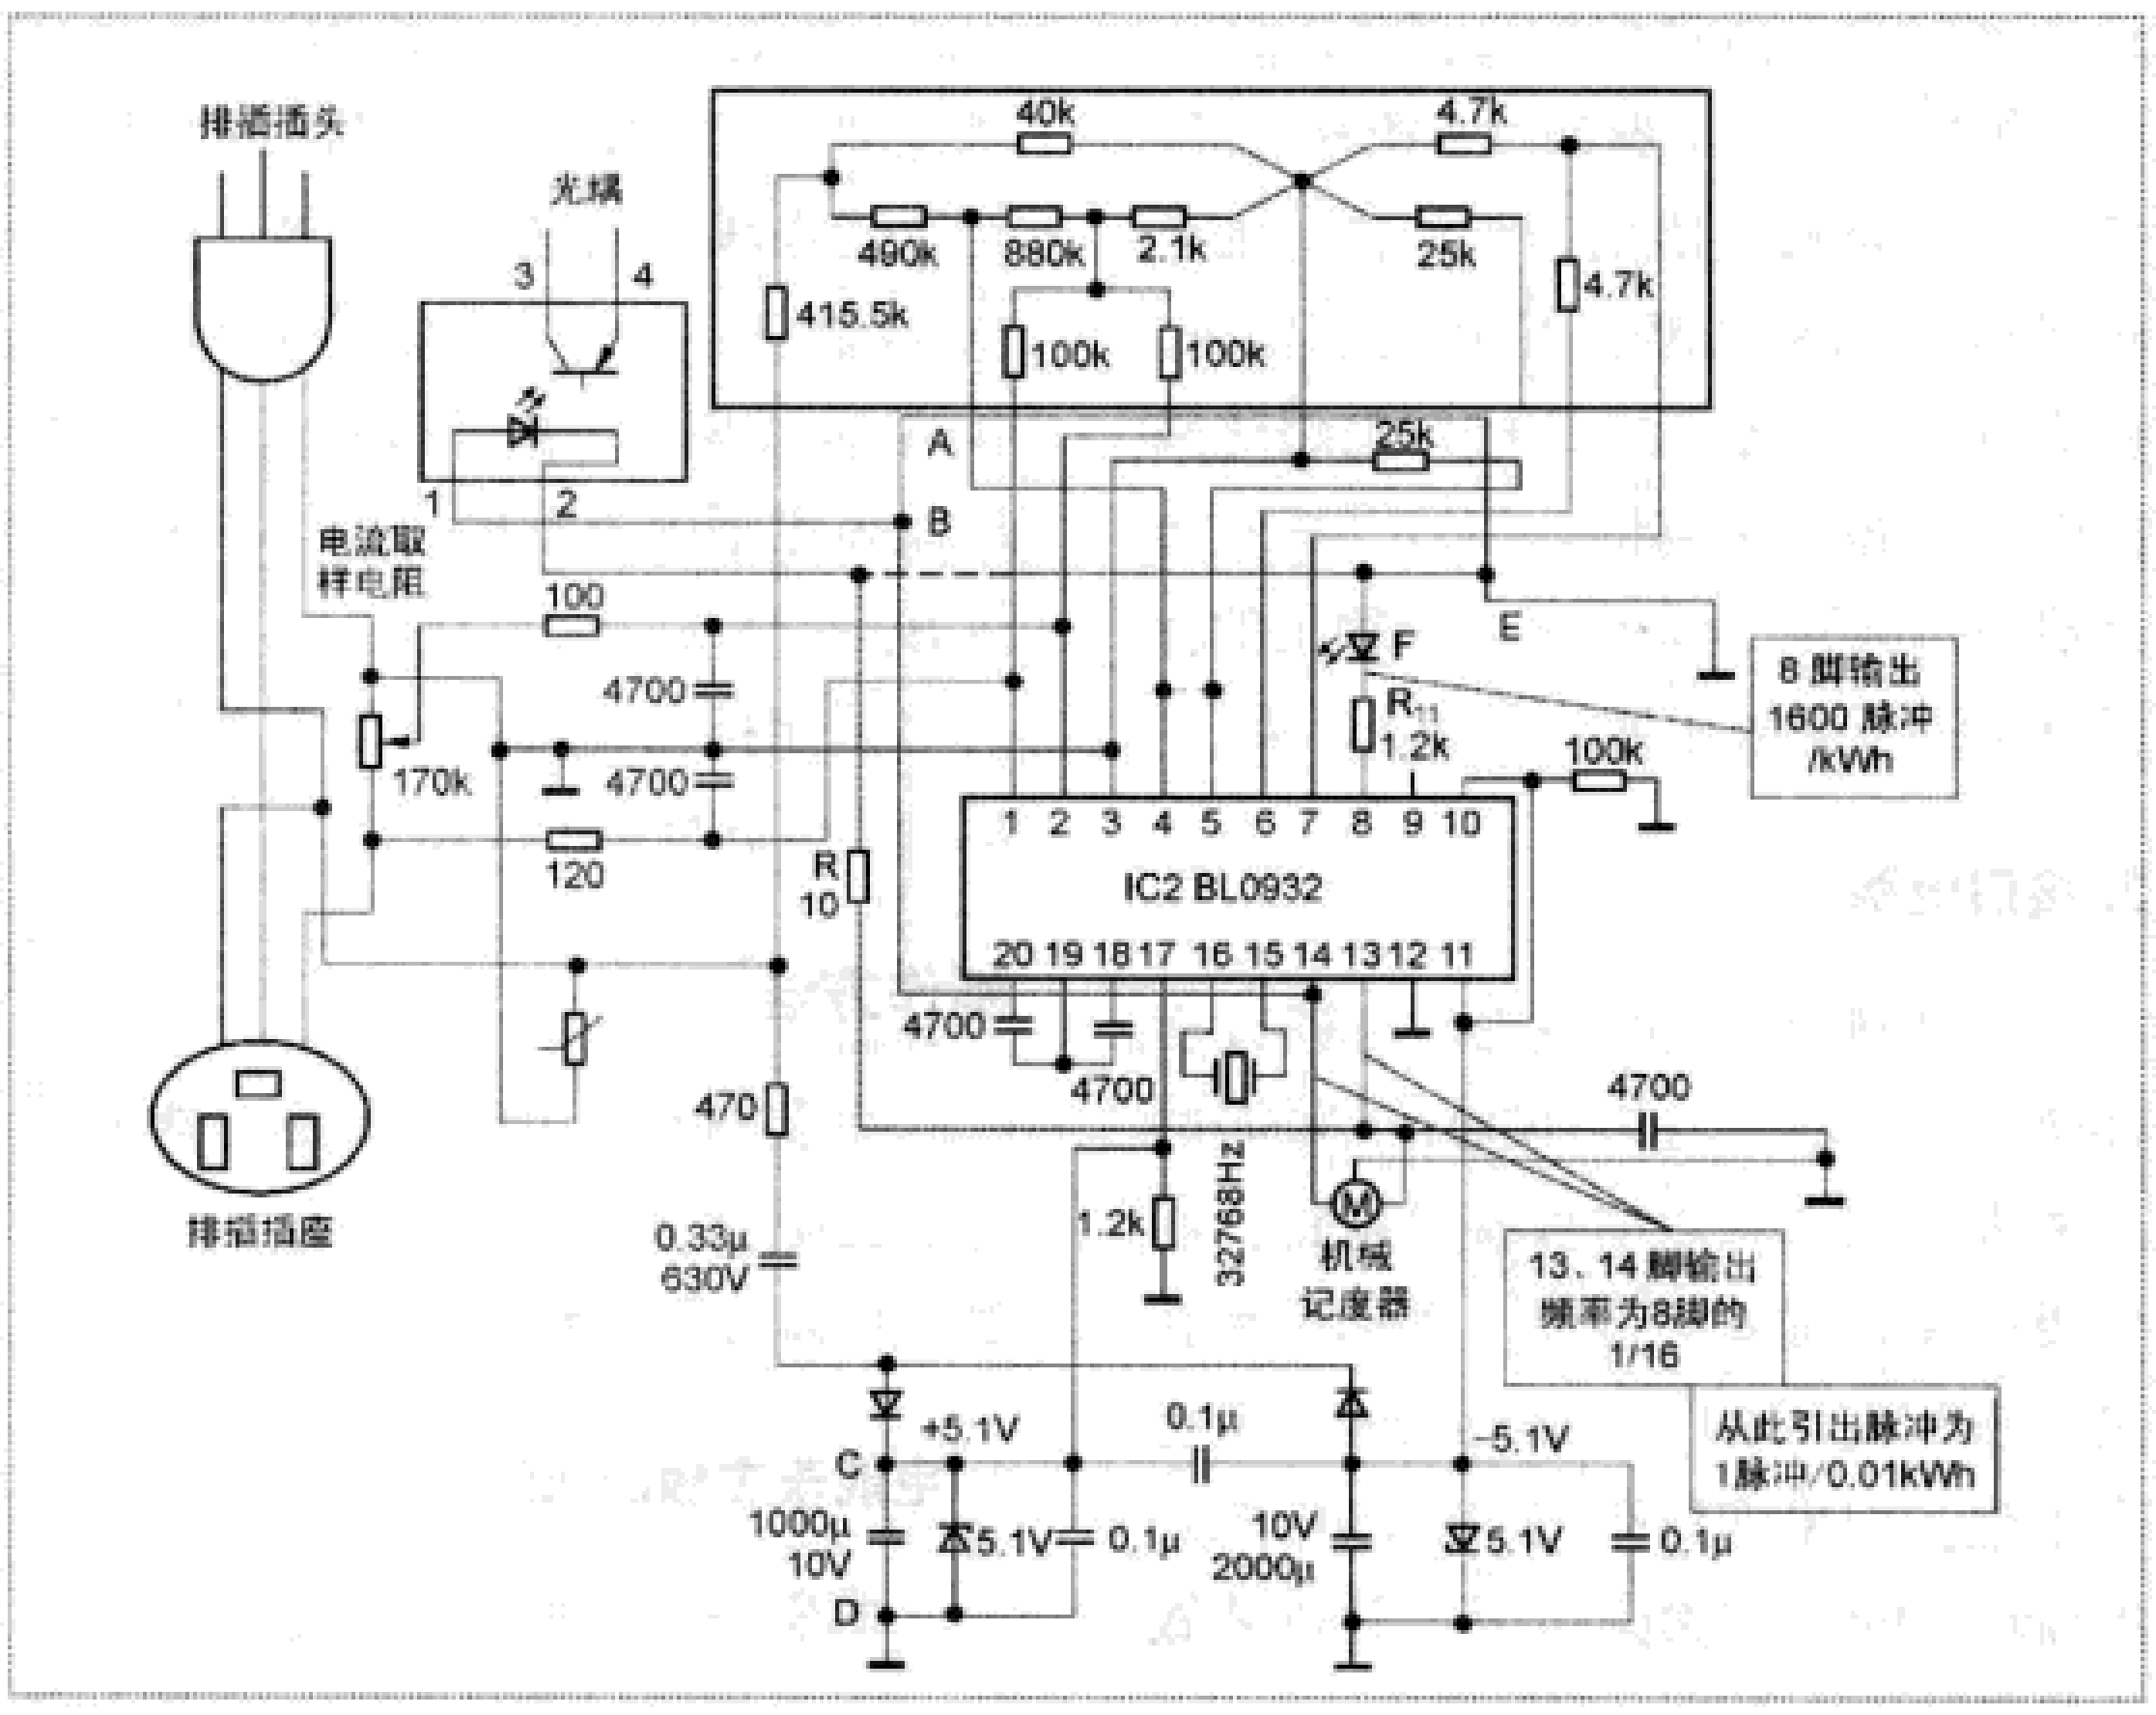

图1 电能表主板电路原理及其改动
脉冲式电子电能表由外壳、接线端子、电流取样电阻、主板、机械计度器等几部分组成。主板上有一块大规模专用集成电路（见图1），本例采用的主板上的集成电路型号为上海贝岭BL0932（同类产品还有BL0933、GW6832等）。
电能表主板光电耦合器输出的有功功率计算快速脉冲信号送入CD4040的信号输入脚10脚，从CD4040的第3脚Q5端输出32分频或第6脚Q3输出8分频后的信号，经过光电隔离后送给计步器。接口板5V电源取自电能表主板，即从图1中C、D两点取电。接口板输入信号取自电能表主板的光耦输出端，即图1中的3、4两点。
■ 电气改动。将电能表主板上光电耦合器的两个输入脚和原电路断开（即图1电路中A、B两处在虚线处断开），再串接一个10Ω电阻R，用细导线和BL0932的第13脚和14脚相连。BL0932的第13、14脚是原电能表机械计度器的步进电机驱动输出脚，该脚的脉冲频率是第8脚电能计量快速脉冲输出脚的1/16，这样从第13和14脚取出信号刚好是100imp/kWh，从而省去了接口电路。需要说明的是，从电路上可以看出，将光电耦合器输入脚从电路上断开时，电能表主板的脉冲指示的红色发光二极管被断开，用导线将E、F两点相连，可以恢复其指示功能。将脉冲指示发光二极管拆下，安装在排插面板合适位置，用连线和主板连接。